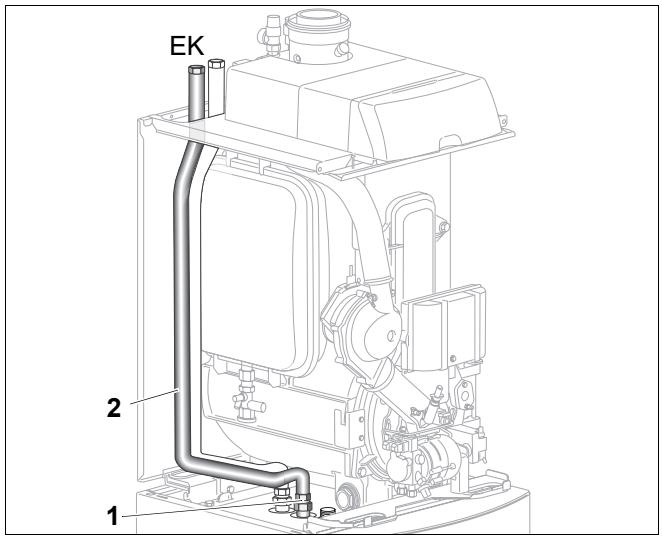

Rys. 28 Montaż rury zimnej wody
- Złącze przejściowe (rys. 28, **poz. 1**) uszczelnić na przyłączu zasobnika (EK).
- Nałożyć rurę zimnej wody (rys. 28, **poz. 2**) wraz z zamontowanym pierścieniem samouszczelniającym na złącze przejściowe (rys. 28, **poz. 1**), a następnie dokręcić ręcznie nakrętką.
- Ukierunkować rurę zimnej wody (rys. 28, **poz. 2**) (patrz rys. 28).
- Umieścić rurę zimnej wody (rys. 28, **poz. 2**) w zamocowaniu.